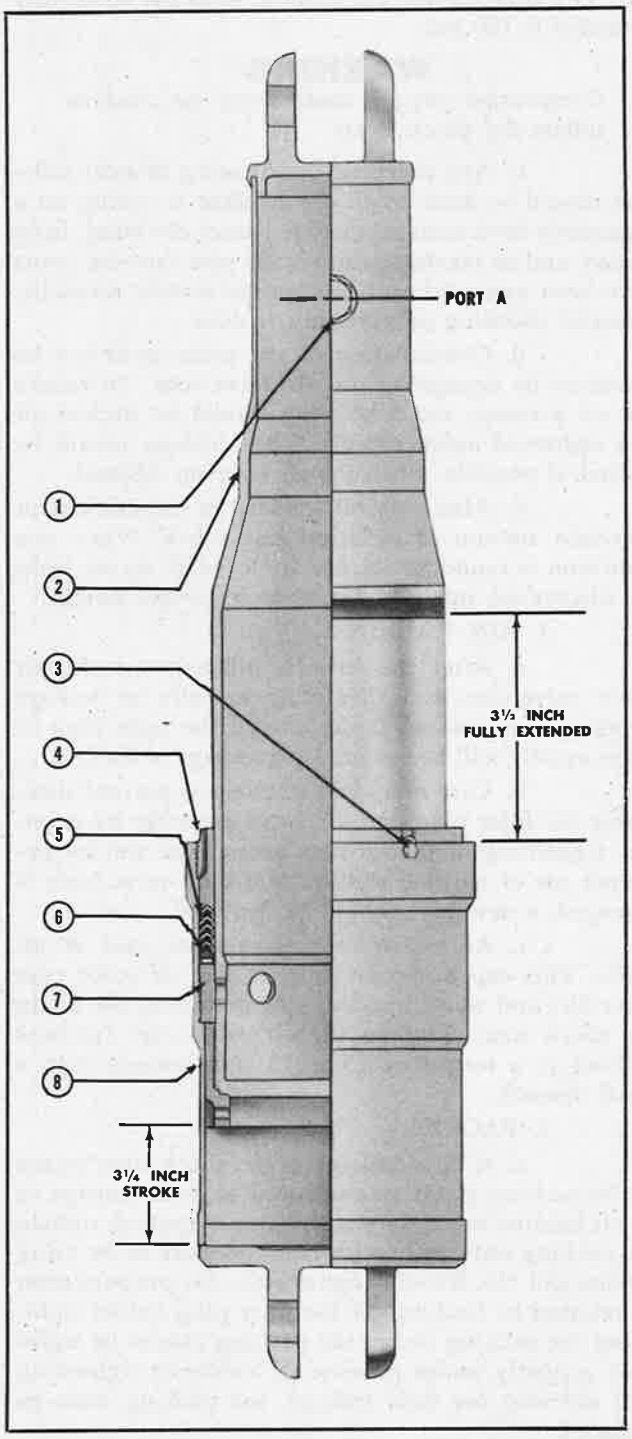
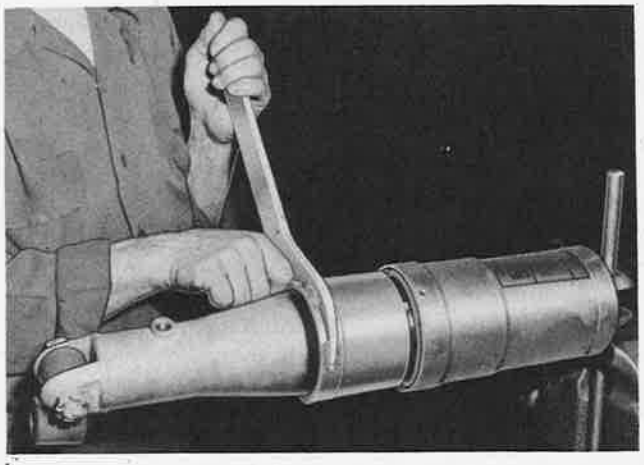

Figure 402—Tail Wheel Shock Absorber Strut Assembly
Figure 404—Use of Tail Wheel Shock Absorber Strut Interior Packing Gland Wrench (Service Tool No. K20501)
(See figure 402.)
KEY TO FIGURE 402
2. DISASSEMBLY.—Whenever possible, disassembly of tail wheel shock strut should be undertaken only at depots. If disassembly is undertaken, refer to figure 402 and observe following instructions:
f. Unscrew the interior packing gland nut from the cylinder, using service tool No. K20501 (figure 404).
(5) Pry out packing with a suitable blunt tool. To remove interior packing gland nut use service tool No. K20501 (figure 404).
(6) Install new packing. Cover the cylinder threads with thin shim stock to protect the packing. Wet the packing with hydraulic fluid, Specification No. AN-VV-O-366, and install one packing at a time.
(7) When the packing is installed and firmly seated, install the packing gland nut. Tighten the packing gland nut only as much as necessary to prevent fluid leakage.
(8) Fill the strut with hydraulic fluid and test for leaks as specified in figure 402.
(9) Install the shock strut on the airplane by reversing the removal procedure as given in paragraph 13.*c.*(6)*(b)*. Inflate the strut as instructed in paragraph 13.*c.*(6)*(c)*2.
(d) TESTS BEFORE INSTALLATION.—Refer to figure 402 for leak tests of the tail wheel shock strut.
1. ASSEMBLY.—To assemble the tail wheel shock strut refer to figure 402 and reverse the disassembly procedure as outlined in paragraph 13.*c.*(6)*(b)*.
5. When repair of the shock strut is complete, assemble the strut and test for leaks as specified in figure 402.